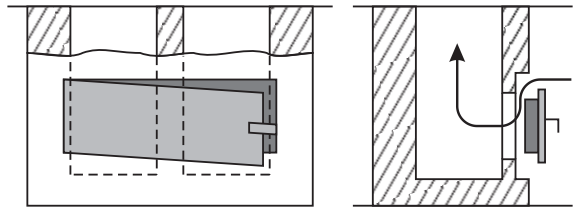

Figure 3b
- the cleaning door and all other openings must be tightly closed in order to prevent the formation of so-called "false" air (Figure 3b).